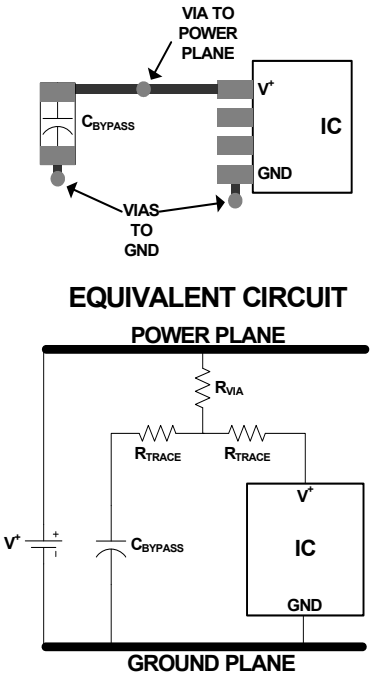
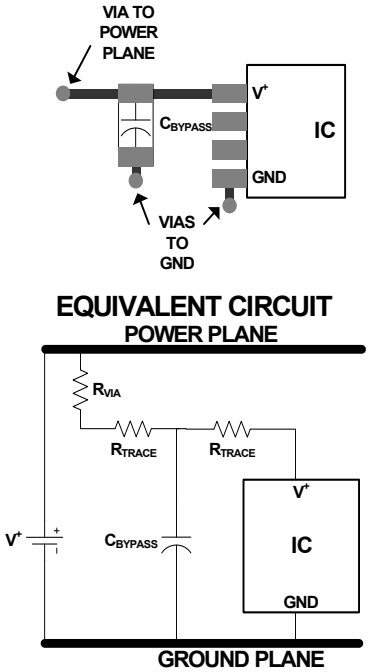

FIGURE 12. SUB-OPTIMAL BYPASS CAPACITOR LAYOUT
FIGURE 13. OPTIMAL (“T”) BYPASS CAPACITOR LAYOUT
- Ideally each supply should be bypassed to ground with a 0.1µF capacitor. Minimize trace length and vias to minimize inductance and maximize noise rejection. Figure 12 demonstrates a common but non-ideal PCB layout and its equivalent circuit. The additional trace resistance between the bypass capacitor and the power supply/IC reduces its effectiveness. Figure 13 demonstrates a better layout. In this case there is still series trace resistance (it is impossible to completely eliminate it), but now it is being put to good use, as part of a “T” filter, attenuating supply noise before it gets to the IC, and reducing the amount of IC-generated noise that gets injected into the supply. Follow the good supply bypassing rules shown in Figure 13 to the extent possible.